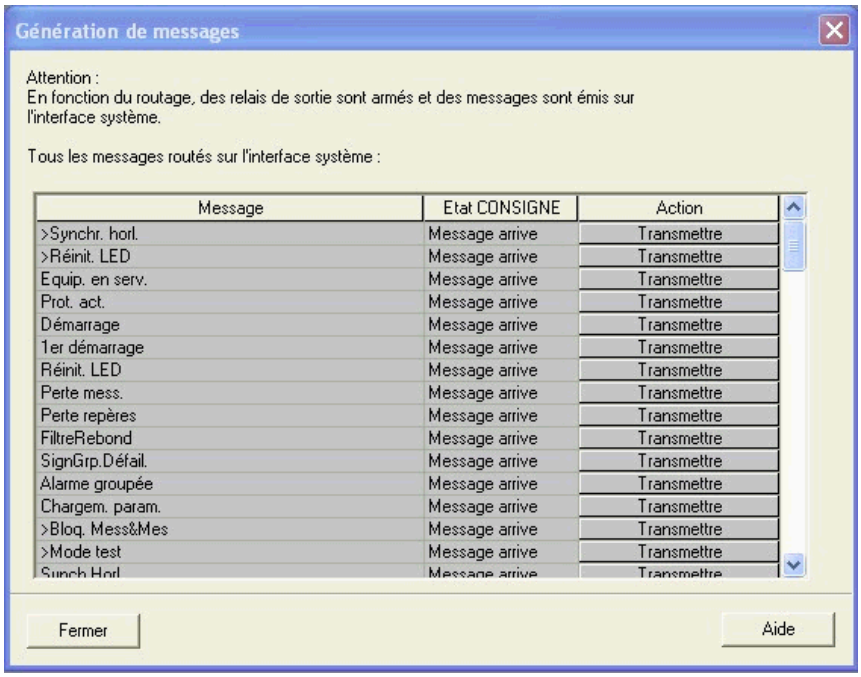

Fig. 3-20 Test d'interface par la boîte de dialogue : Génération de messages — Exemple
- Doublecliquer sur **Génération de messages** dans la liste d'objets. La boîte de dialogue **Génération de messages** s'ouvre (voir figure 3-20).